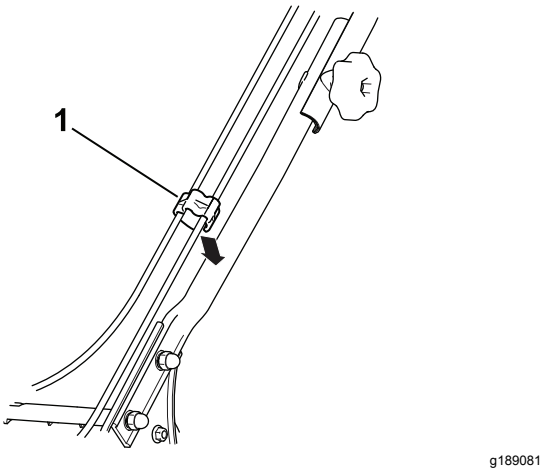

Figur 5
3. Sätt in kablarna i kabelklämman och fäst kabelklämman vid handtaget enligt Figur 5.